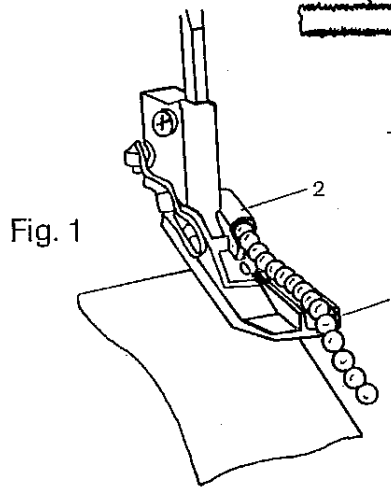

Fig. 1
Perlannähfuß (Fig. 1)
4. Das Perlband durch die Führung 1 und 2 bis zum Ende des Fußes schieben (Fig. 1).